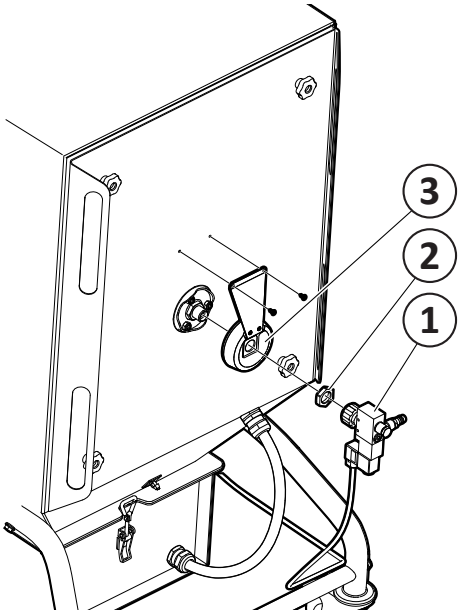
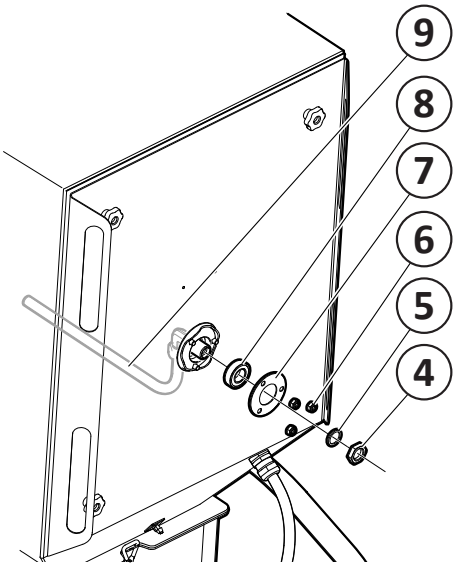

Fig. 18
Fig. 19
1. Skruva loss tryckluftventilen (1, **Fig. 18**).
2. Skruva loss muttern (2).
3. Skruva loss beröringsskyddet (3).
4. Skruva loss mutter (4, **Fig. 19**) för munstycke (9) och demontera brickan (5).
7. Sätt tillbaka beröringsskydd (3, **Fig. 18**), mutter (2) och tryckluftventil (1).